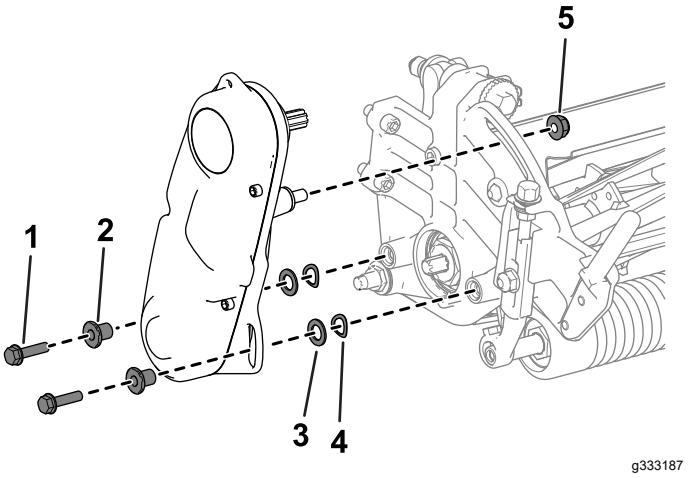

Rysunek 44
2. Odkręć elementy mocujące zespół napędu wrzeciona do płyty bocznej (Rysunek 44).
3. Zdemontuj zespół napędu wrzeciona, podkładki płaskie, podkładki sprężyste i elementy dystansowe z płyty bocznej (Rysunek 44).